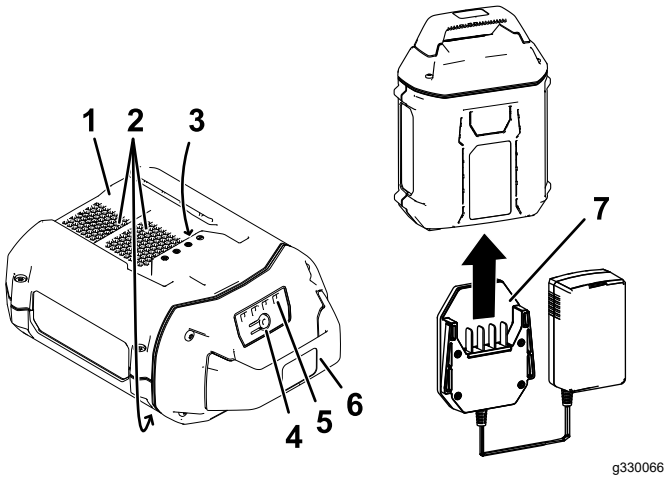

Figure 10
2. Alignez le chargeur sur la cavité au dos de la batterie (Figure 10).
3. Glissez le chargeur dans la batterie jusqu'à ce qu'il soit complètement enclenché (Figure 10).